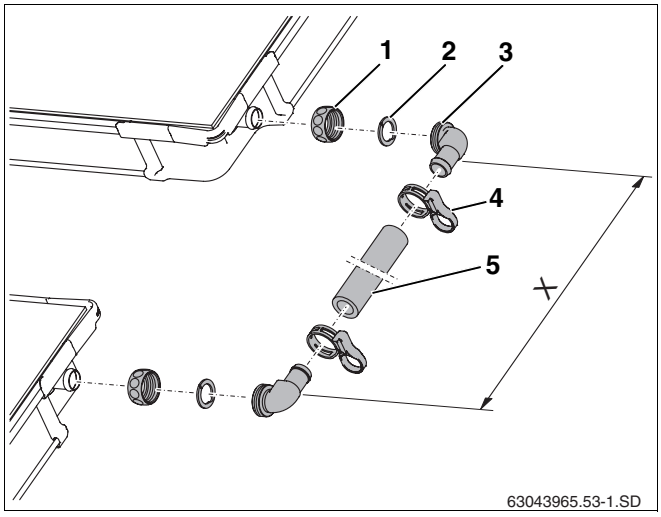

Abb. 41 Verbindungssatz zwischen zwei Kollektorreihen
- Überwurfmutter (Abb. 41, **Pos. 1**) über Kollektoranschlüsse schieben.
- Klemmscheibe (Abb. 41, **Pos. 2**) hinter die Wulst des Kollektoranschlusses legen und zusammendrücken.
- Winkeltülle mit O-Ring (Abb. 41, **Pos. 3**) an Anschluss drücken, ausrichten und mit Überwurfmutter verschrauben.
- Abstand zwischen den Winkeltüllen (Maß X) bei den montierten Kollektoren messen und Solarschlauch (Abb. 41, **Pos. 5**) entsprechend zuschneiden.
- Solarschlauch auf die Winkeltüllen stecken und mit Federbandschellen (Abb. 41, **Pos. 4**) sichern.